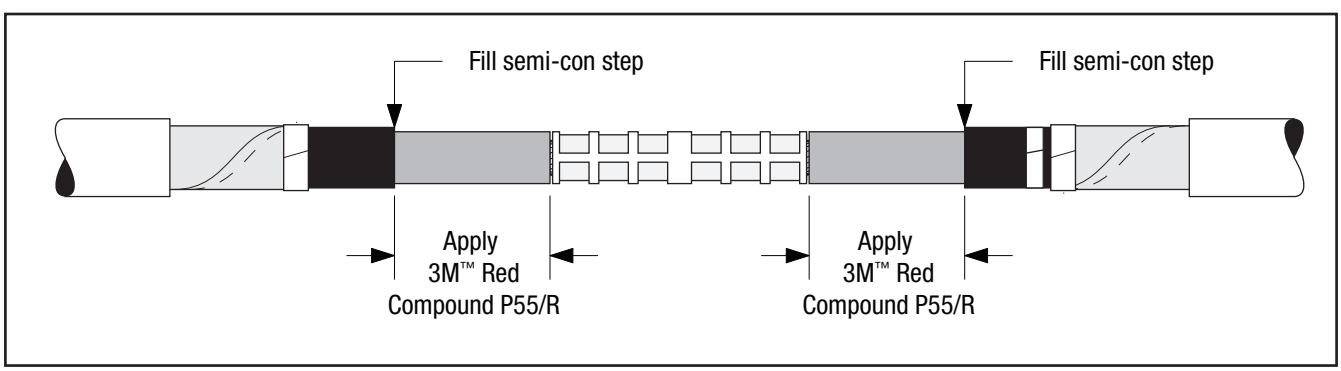

Figure 12
4.4 Apply 3M Red Compound P55/R on cable insulations, making certain to fill in edge of cable semi-con. **Do not use silicone grease** *(Figure 12).*